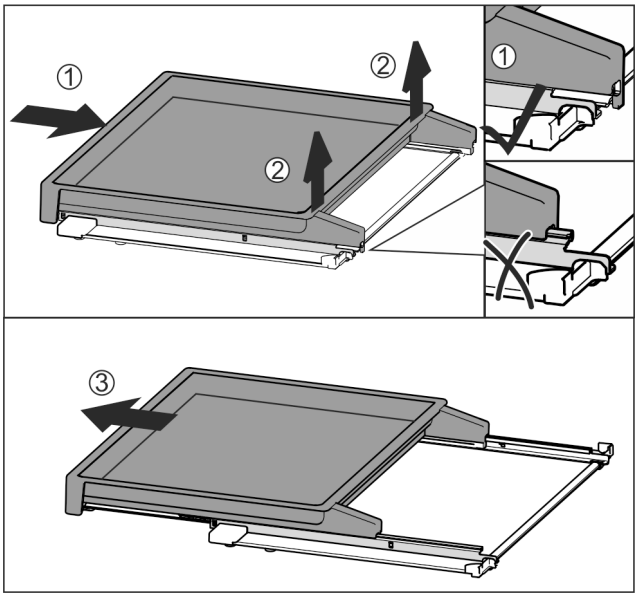

Fig. 179
▶ Izvlečno polico v celoti potisnite noter *Fig. 179 (1)*.
▶ Sprostite zaskočni element na zadnji strani *Fig. 179 (2)*.
▶ Izvlečno polico povlecite naprej in jo odstranite *Fig. 179 (3)*.